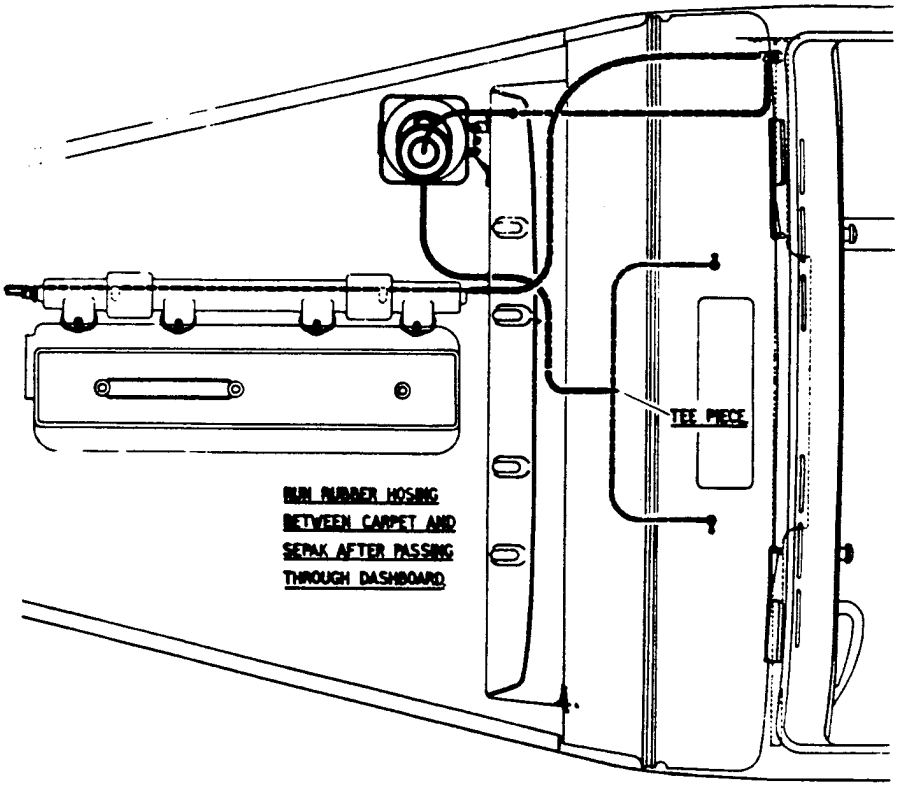

FIG. 10.
(ii) Fit the special adaptor, RE-10883, (Aluminium Washer KB-1081), and connect up the suction pipe (this should run BELOW the induction manifold). Fit the two suction pipe clips (RE-10852) to the outer studs of the front and rear "hot spot" flange connections as shown in Fig.10.
8. Install the various lengths of rubber tubing (Fig.10 refers to right-hand drive cars,and Fig.11 to left-hand drive cars:-)